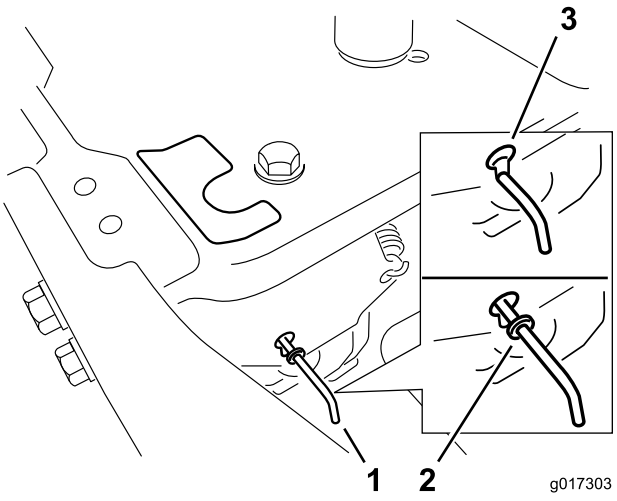

**Figur 21**
4. Flytt omløpsspakene forover gjennom nøkkelhullet og ned for å låse dem i denne stillingen Figur 21.
Flytt de to omløpsspakene bakover gjennom nøkkelhullet og ned for å låse dem i denne stillingen som vist i Figur 21.